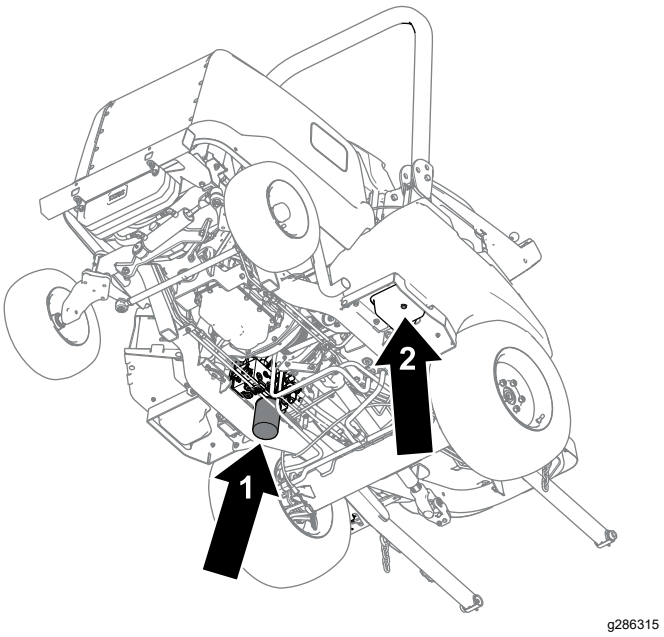

Figur 82
4. Ta bort avtappningspluggen (Figur 82) från tankens undersida och låt hydraulvätskan rinna ned i avtappningskärlet.
6. Placera ett avtappningskärl under filtret (Figur 82), ta bort filtret och låt eventuell kvarvarande olja rinna ned i kärlet.